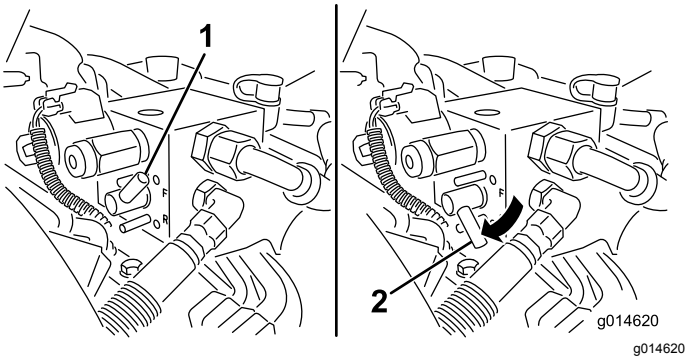

Figur 52
5. Drej baglapningsgrebet til positionenBAK (R) (Figur 52).